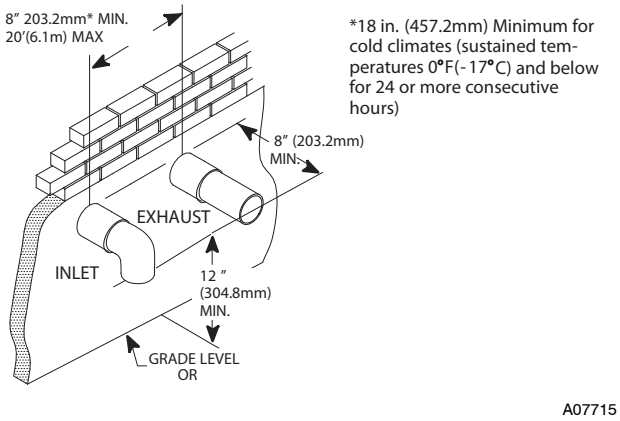
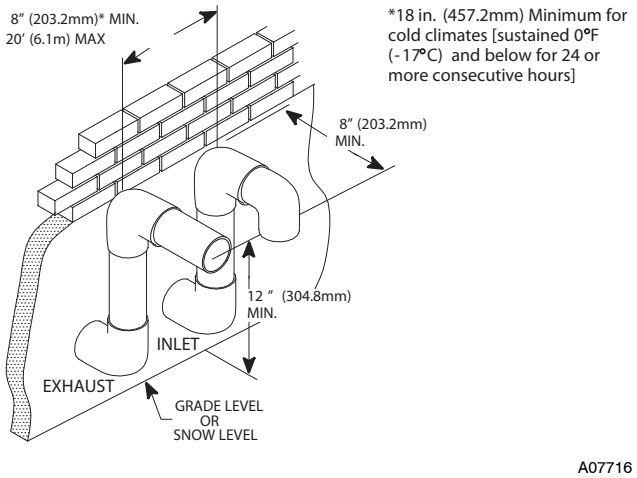
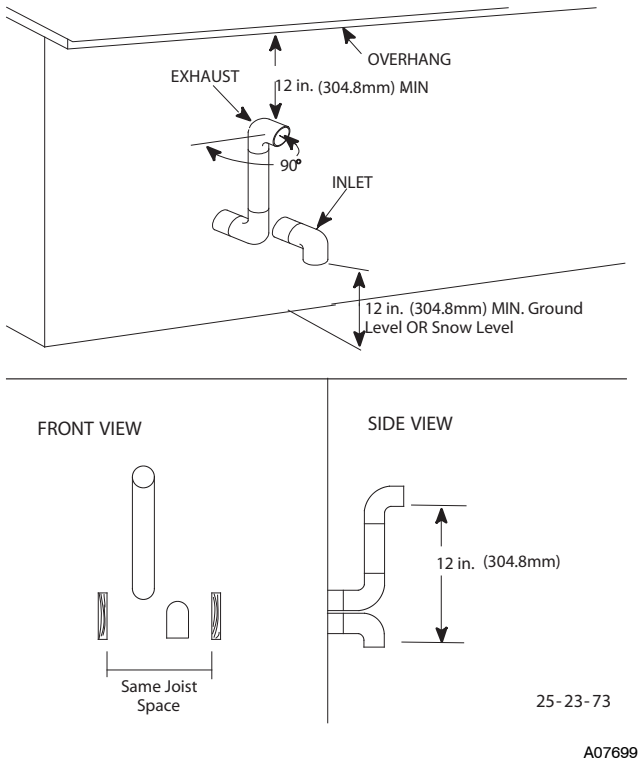

Fig. 21 - Sidewall Termination 12” (305 mm) or More Above Snow Level or Grade Level
Fig. 22 – Sidewall Termination with Exterior Risers to Get Above Snow Level or Grade Level
Fig. 23 – Recommended Alternate Installation for Sustained Cold Weather (0°F & below for 24 or more consecutive hours)
1. Install all couplings, nipples and elbows using proper procedures for **Joining Pipe and Fittings** and maintain spacing between vent and combustion air piping as indicated in Fig. 21 through Fig. 23.
4. Install the couplings, nipple and termination elbows as shown and maintain spacing between vent and combustion air piping as indicated in Fig. 21 and Fig. 22.
1. Install elbows and pipe to form riser as shown in Fig. 22.
2. If the vent system is installed in an existing chimney make sure clearances shown in Fig. 23 are maintained. Horizontal section before the termination elbow can be extended on the inlet air to provide necessary clearance.